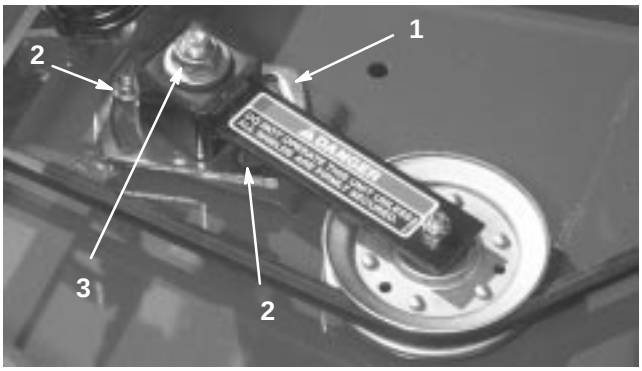

Figure 34
3. Loosen the 2 nuts securing the idler plate in place. Using a socket and torque wrench, tighten the idler adjusting nut to 25–30 ft.-lb. (24–41 N·m) (Fig. 34).